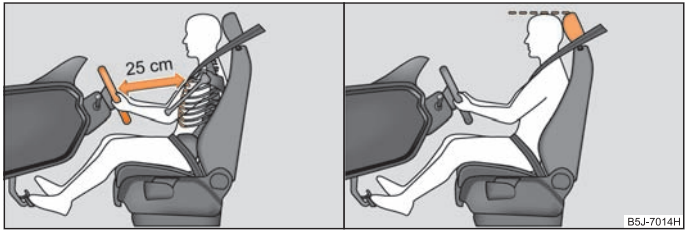

Fig. 108 La distancia correcta entre el conductor y el volante / el ajuste correcto del reposacabezas del conductor
- Ajuste el volante de tal modo, que la distancia entre el volante y el esternón sea, como mínimo, de 25 cm ⇒ fig. 108 – lado izquierdo.
- Ajuste el reposacabezas de tal modo, que el borde superior del mismo se encuentre de ser posible a la misma altura que la parte superior de su cabeza ⇒ página 118, fig. 108 - lado derecho.
- **El conductor se ha de mantener a una distancia mínima de 25 cm del volante ⇒ página 118, fig. 108. Si no respeta la distancia mínima, el sistema de airbag no podrá protegerle – ¡Peligro de muerte!**
- Ajuste el reposacabezas de tal modo, que el borde superior del mismo se encuentre de ser posible a la misma altura que la parte superior de su cabeza ⇒ página 118, fig. 108 - lado derecho
- Ajuste los reposacabezas de tal modo, que el borde superior de los mismos se encuentre de ser posible a la misma altura que la parte superior de la cabeza ⇒ página 118, fig. 108.